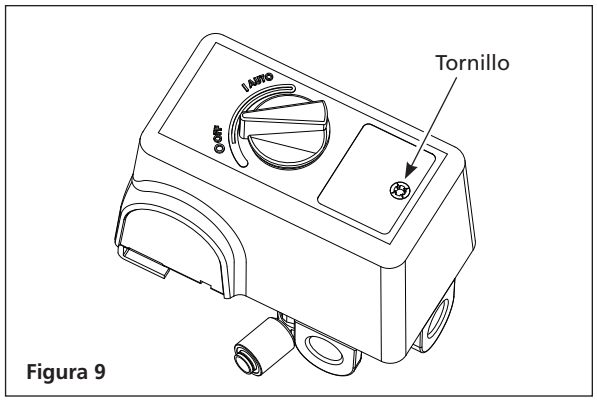

Figura 9
2. Retire la cubierta del interruptor de presión soltando el tornillo (consulte la figura 9). Utilice un destornillador Phillips (no incluidas). Los estilos de interruptor de presión pueden variar.